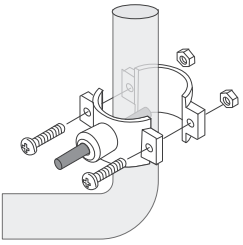

Figure 9
3. Slip the front plate over one end of the tubing (without a mark) and insert the tubing into the drilled hole for about 0.6" **(Figure 9)** .